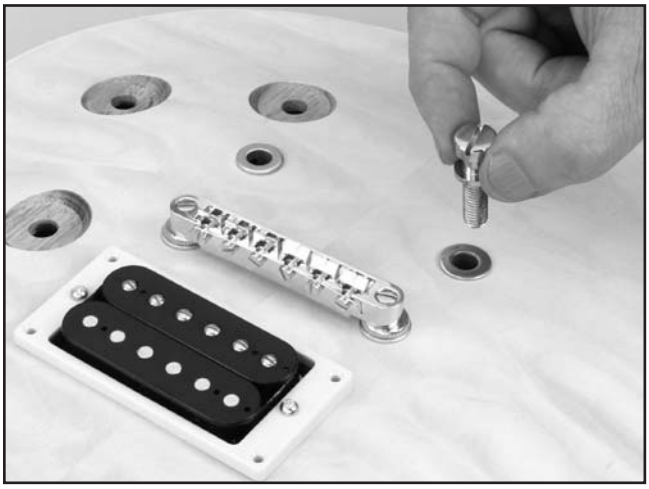

Figure 25. Tailstop adjustment screw.
7. Thread the tailstop adjustment screws into the inserts as shown in **Figure 25**.